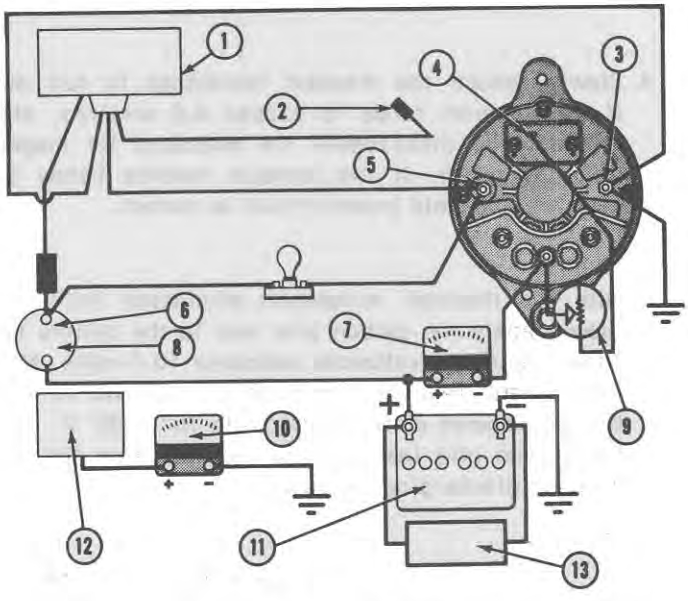

Figure 24
2. Remove the lead from the brush terminal (field). Set the field rheostat to maximum resistance. Connect the leads to the alternator output terminal stud and to the brush terminal. Connect the voltmeter negative lead to ground and the positive lead to the brush terminal. See Figure 24.